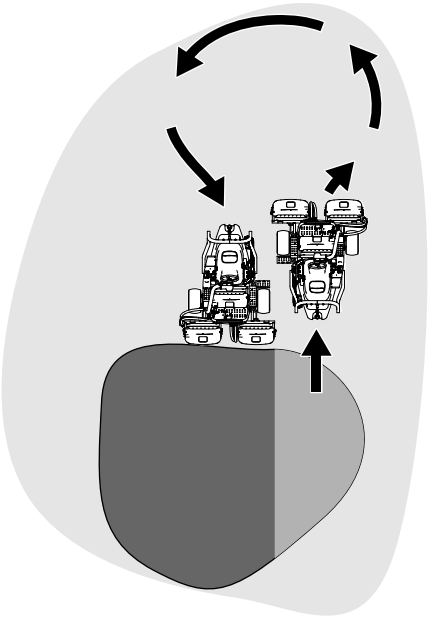

**Rysunek 24**
6. Aby skrócić czas pracy i ułatwić sobie przejście do kolejnego przejazdu, wykonaj chwilowy skręt maszyny w przeciwnym kierunku, następnie skręt w kierunku nieskoszonej części. Taki manewr pozwoli wykonać zakręt w kształcie łzy (Rysunek 24) i szybciej ustawić się na kierunku kolejnego przejazdu.